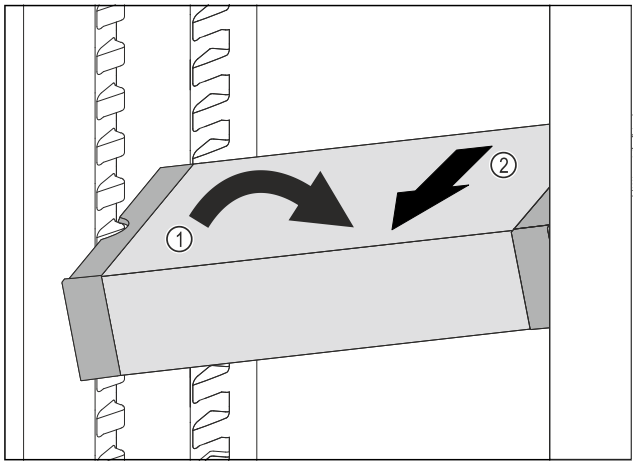

Fig. 124
▶ 在冷藏区中倾斜 VarioSafe。 *Fig. 124 (1)*
▶ 向前取出 VarioSafe。 *Fig. 124 (2)*